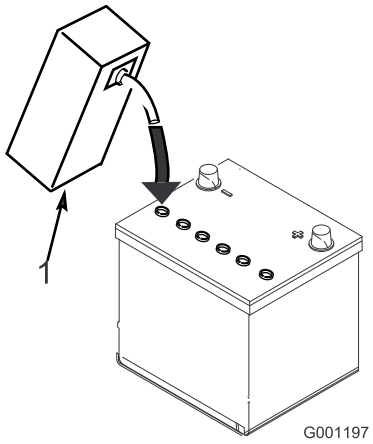

**Figur 7**
3. Fyll försiktigt varje cell med elektrolyt, tills plattorna är täckta med ca 6 mm vätska (Figur 7).
4. Låt elektrolyten sugas upp av plattorna under 20 till 30 minuter. Fyll på elektrolyt så att nivån kommer upp till ca 6 mm från botten av påfyllningshålet (Figur 7).